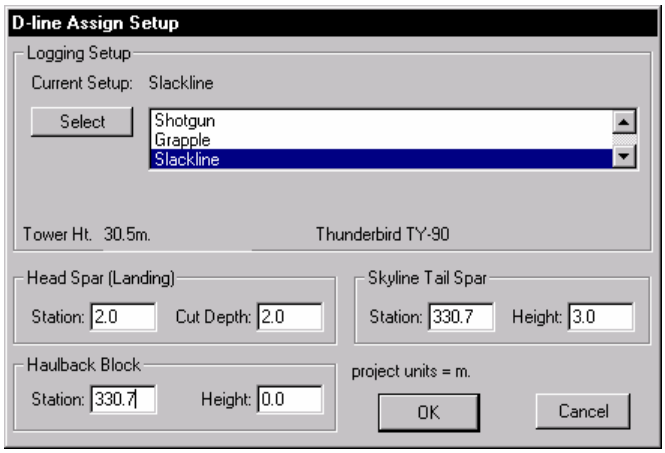

Figure 14.0 D-Line Assign Setup dialog box
5. Highlight the Profile or Data Windows, by selecting either window's title bar. Select Cable Analysis | Assign Setup to activate the D-Line Assign Setup dialog box shown in Figure 14.0.
6. Fill in all of the setup Parameters shown in Figure 14.0. Select *Slackline.* Press the *Select* button to select the corresponding equipment. In this case it is the *Thunderbird TY-90.* Press OK. Your computer screen should now appear similar to Figure 14.1